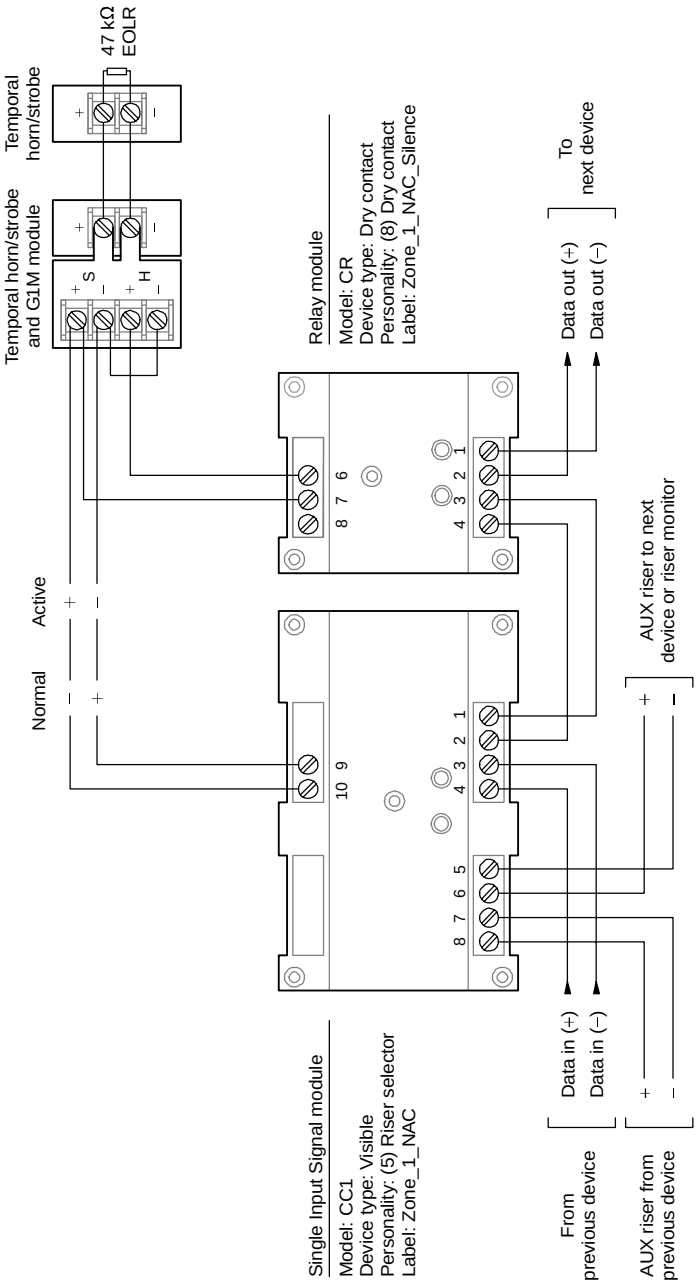

Figure 5-4: Typical SIGA-CC1 NAC wiring
3-SSDC(1)	Signals are synchronized for all NACs on the Signature data circuit when you use SIGA-CC1S or SIGA-MCC1S modules and Genesis or Enhanced Integrity notification appliances. See Figure 5-3. The system does not synchronize Signature data circuits on separate 3-SSDC(1) modules in one panel or between panels. Signals are synchronized for a NAC on the Signature data circuit when you use SIGA-CC1 and SIGA-MCC1 addressable NAC modules, a Genesis Signal Master synchronization module, and Genesis or Enhanced Integrity notification appliances. [1] Separate NACs on the Signature data circuit are not synchronized. See Figure 5-4. Configure the audible notification appliances for temporal or steady output as desired.
Figure 5-4 shows a single SIGA-CC1 switching an NAC on or off. The G1M module provides signal synchronization for the temporal horn/strobe appliances.